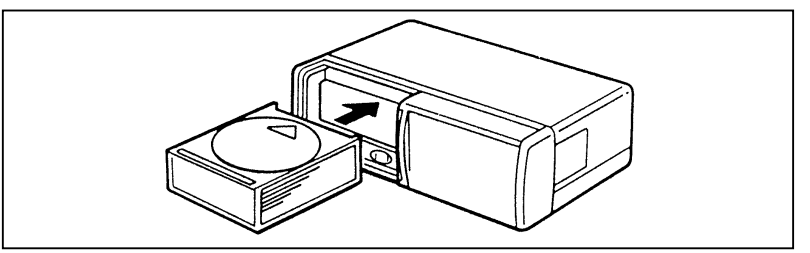

Figure 4
4. Insert loaded disc magazine into chamber unit with the arrow on top of the disc magazine pointing toward the changer (Figure 4). **Make sure magazine is fully inserted into changer**.